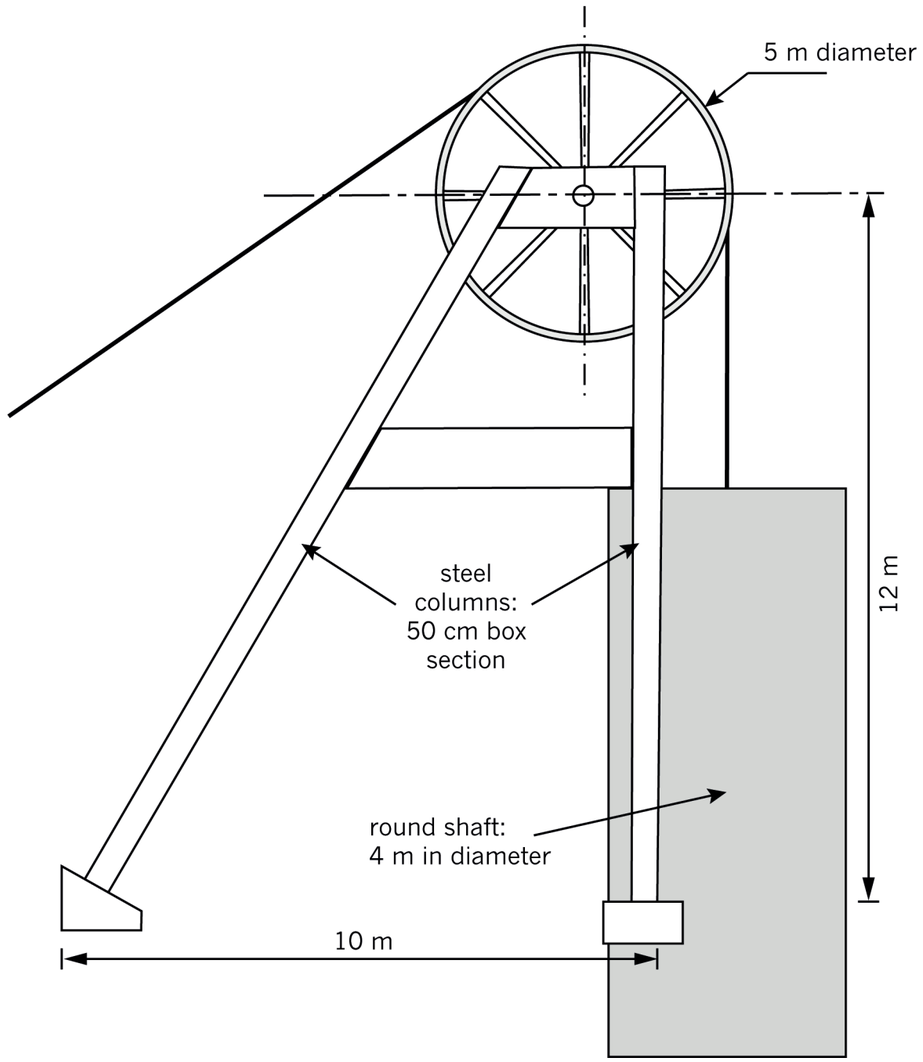

Figure 5: A working drawing of a head frame
Look at Figure 5. It is an example of a working drawing for a small head frame design.
1. Draw your team's design of a head frame on squared grid paper. Use Figure 5 to help you.
Figure 5 repeated